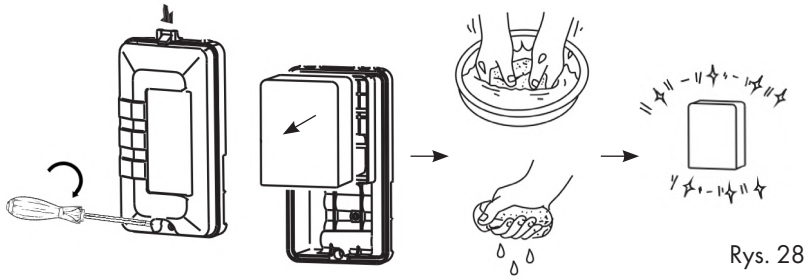

Rys. 28
- Otwórz pokrywę obudowy filtra powietrza, Rys. 28